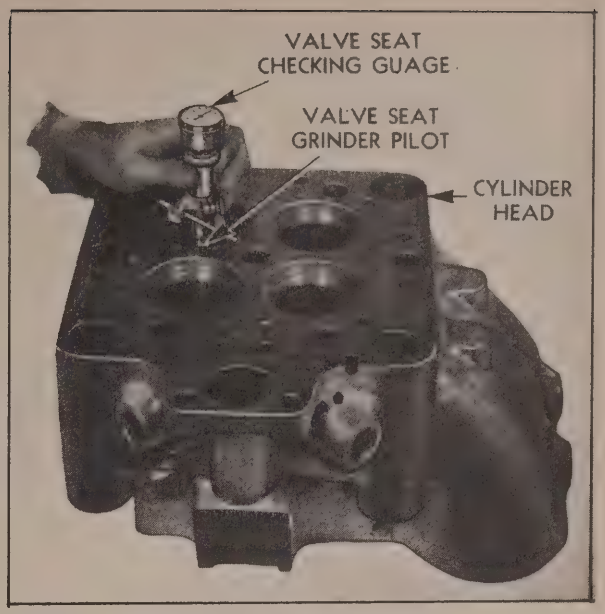

Fig. 11J
5. Slip dial indicator gauge over pilot and check seat for out-of-round, limit .0015". (See Fig. 11J.)